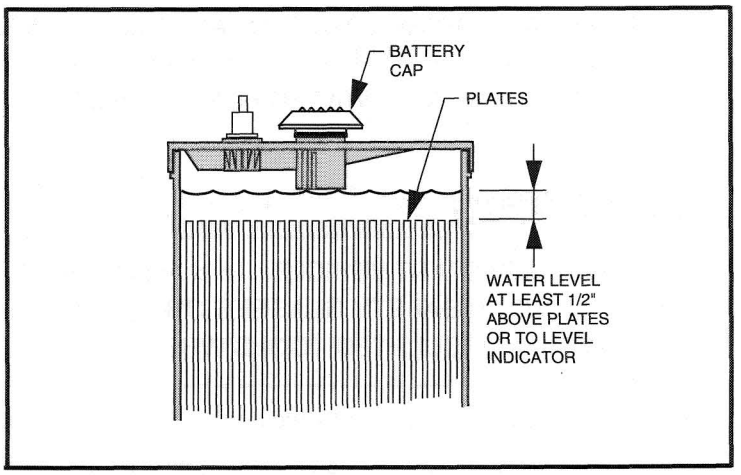

Figure 20
2. The water level in the batteries should be checked weekly (See Figure 20, page 40, for proper level). Add water only after charging unless the water level is below the top of the plates. In this case, add just enough water to cover the plates, charge and then check the level again. Never charge batteries if plates are exposed above water level. For best battery life, add only distilled water.